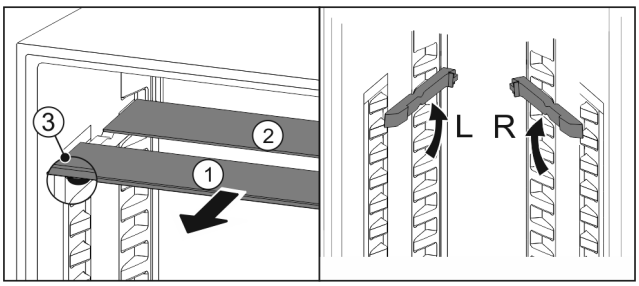

Fig. 167
▶ Sortir les tablettes par l'avant *Fig. 167 (1)*.
▷ La tablette en verre *Fig. 167 (1)* avec bordure décorative est située à l'avant.
▷ Les butées *Fig. 167 (3)* sont orientées vers le bas.